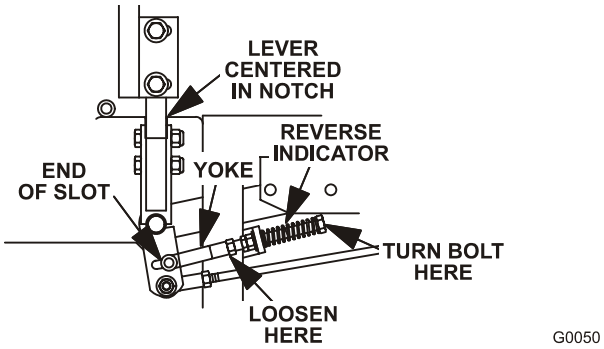

FIGURE 16
c) Begin with either the left or right motion control lever. Move lever to the neutral position and pull lever back until the clevis pin (on arm below pivot shaft) contacts the end of the slot (just beginning to put pressure on spring), See Figure 16.